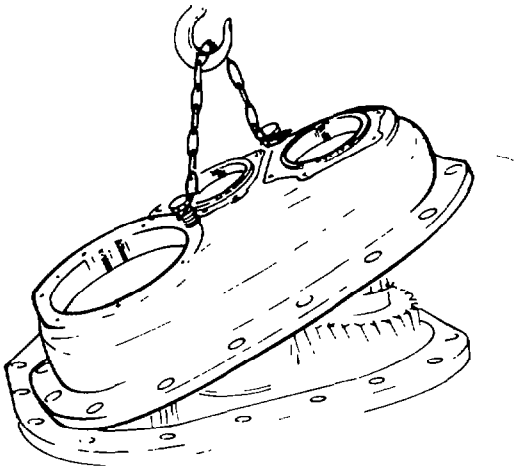

Fig. 228 — Removing Rear End Plate
t. Remove the transfer case rear end-plate retaining bolts. With the aid of suitable lifting equipment remove the rear end-plate from the transfer case (see fig. 228).